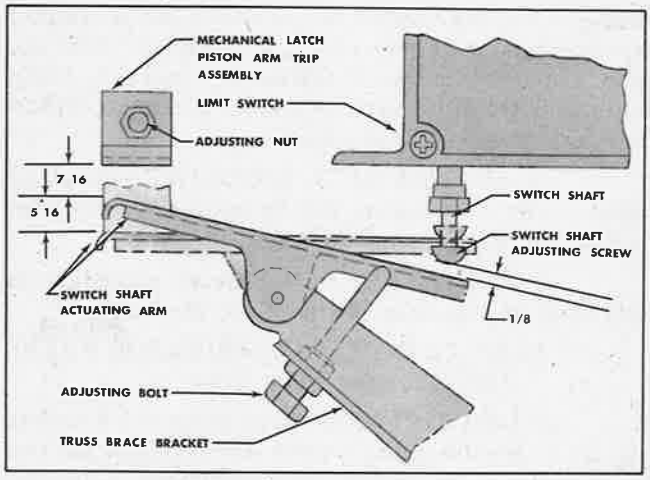

Figure 458—Landing-Gear Warning Switch Adjustments
1. With landing gear down and latched, the trip assembly on the mechanical latch piston arm (figure 458) must be adjusted to hold the switch shaft actuating arm in a horizontal position (switch shaft depressed). This may be done by loosening the nut on the trip assembly, moving the trip assembly in the slotted hole, and tightening the nut for the desired position.
2. With the landing gear in the "DOWN" and "UNLATCHED" position (airplane jacked up), adjust the bolt in the truss brace bracket (figure 458) to keep the switch actuating arm in a position which is 7/16 inch from the mechanical latch trip assembly.
3. With the gear in the same position, adjust the switch extension shaft screw (figure 458) to a position which is ⅛ inch from the switch actuating lever.
(12) PARACHUTE PACK RACK LAMPS.